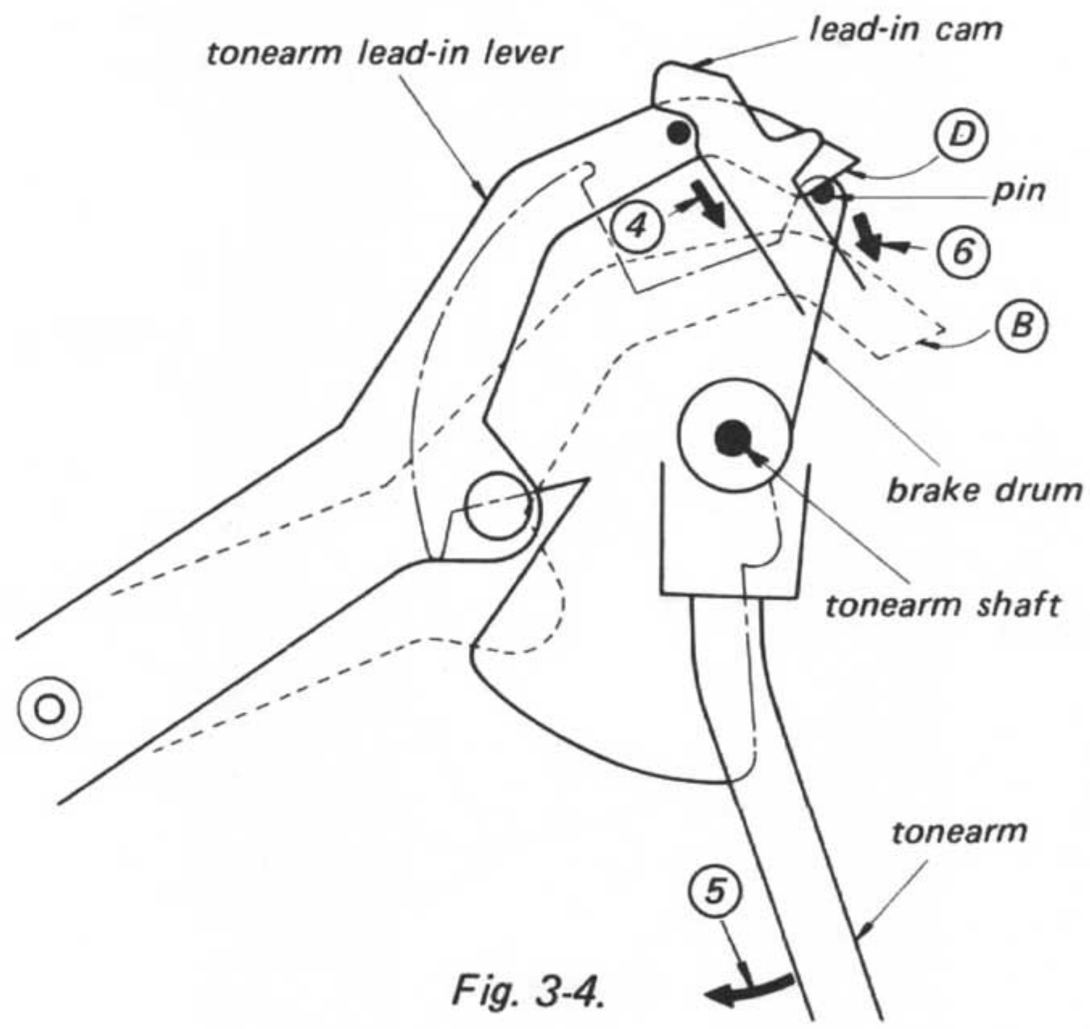

Fig. 3-4.
5. At this time, the lead-in lever moves in the direction of arrow ④, guided by the lead-in cam which moves together with the main lever. The tip Ⓓ of the lead-in lever moves to position Ⓑ, pushing against a pin on the brake drum in the direction of arrow ⑥. And since this brake drum moves in unison with the tonearm, the tonearm will moves across (horizontal movement) in the direction of arrow ⑤. (See Fig. 3-4.)